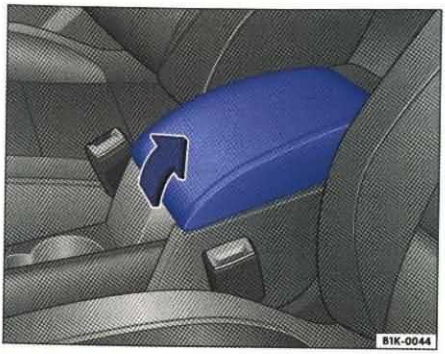

Rys. 73 Środkowy podłokietnik z przodu ze schowkiem
– Aby *otworzyć* schowek, należy podnieść podłokietnik w kierunku strzałki, całkowicie w górę ⇒ rys. 73.